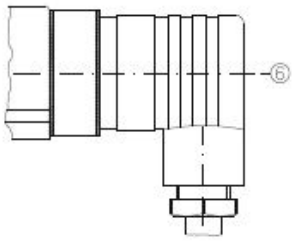

Abb. 10
- Stecken Sie die Leitungsdose (Pos. 2) auf den Gerätestecker (Pos. 3) und ziehen Sie die Zentralschraube (Pos. 6) an (Abb. 10).